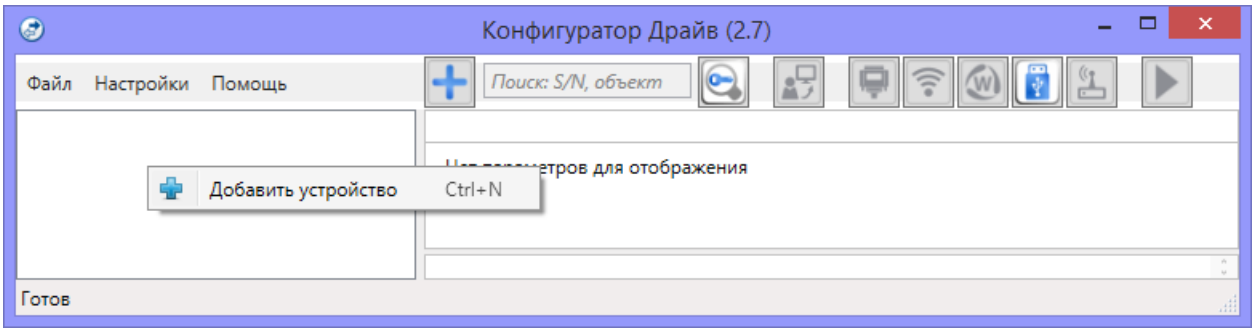

Рисунок 4.5 — Регистрация терминала вручную
- щелкните правой кнопкой мыши по свободному месту в области дерева устройств программы *Конфигуратор Драйв* (см. 4.3) и в появившемся меню выберите *Добавить устройство* (см. рисунок 4.5). Или сверху основного окна *Конфигуратора Драйв* нажмите кнопку .